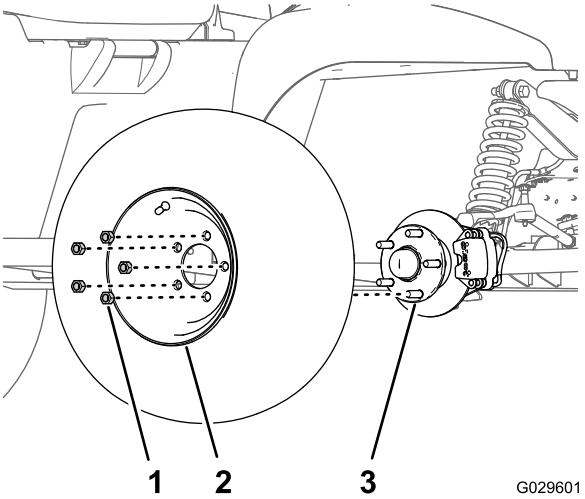

Rysunek 27
2. Odkręć 5 nakrętek kół mocujących koło do piasty (Rysunek 27).
4. Ustaw otwory w kole równo z kołkami piasty i załóż koło na piastę z zaworem skierowanym do góry (Rysunek 27).
5. Zamocuj koło do piasty nakrętkami kół (Rysunek 27) i dokręć je z momentem od 108 do 122 N-m.